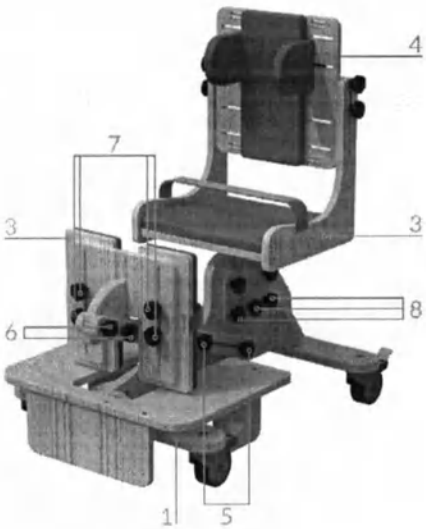

Рис. 2 – Общий вид опоры
Опора (рис. 2) состоит из основания на колёсах (1), к которому крепятся коленоупоры (2) и сиденье (3). К сиденью крепится спинка (4).
Сиденье (рис. 2)